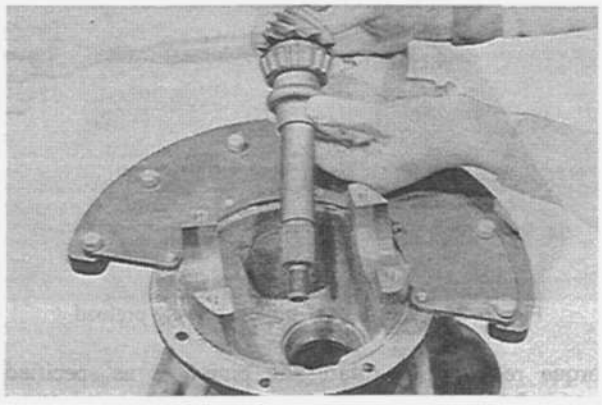

Fig. 9–32 Position of pinion assembly
2. Install the collapsible pinion bearing spacer and pinion bearing collar onto the pinion shaft, and position the pinion assembly in the carrier, as shown in Fig. 9–32.